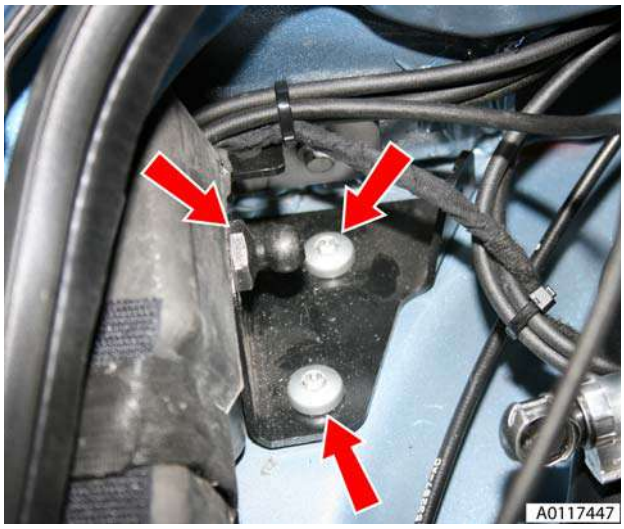

Figure 4
5. Remove cylinder pivot bracket from body (bolts x3) (see Figure 4).